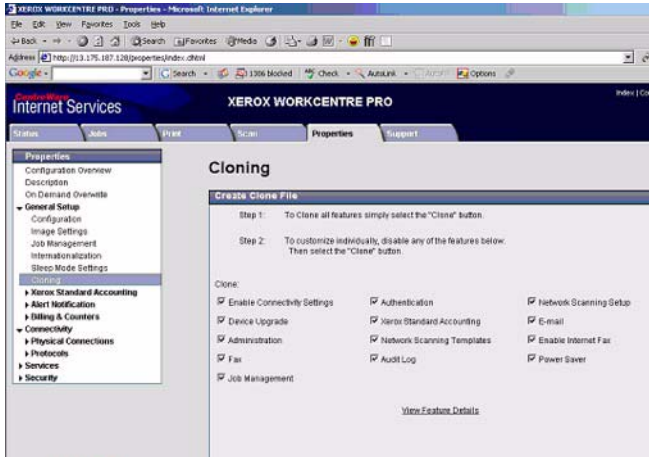

Figure 1 Cloning Screen
4. When the **Centreware® Internet Services** window opens, select the **Properties** Tab. Click on the **General Setup** link, then the **Cloning** link (Figure 1).
1. Select the **Clone** button under the **View Feature Details** link (Figure 1).
3. When the **Centreware® Internet Services** window opens, select the **Properties** Tab. Click on the **General Settings** link, then the **Cloning** link (Figure 1).